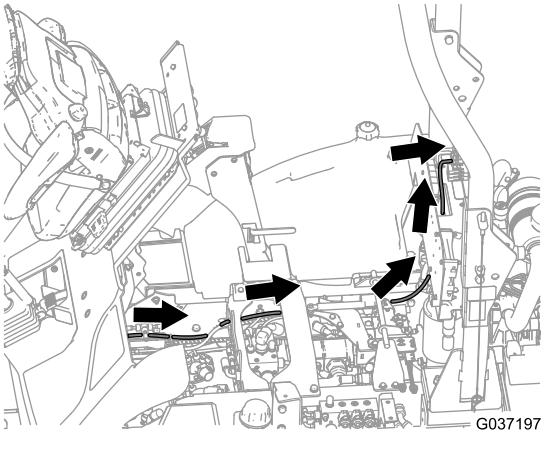

Figur 32
6. Før ledningen rundt om platformens drejetap og tilbage til sikringsdåsens område (Figur 32).